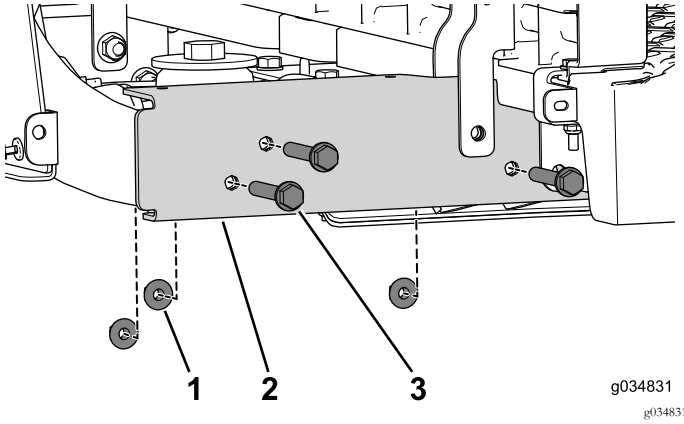

Figura 17
4. Rimuovete i 3 bulloni flangiati (3/8" x 2½") e i dadi (Figura 17). Effettuate questa operazione su entrambi i lati della macchina.